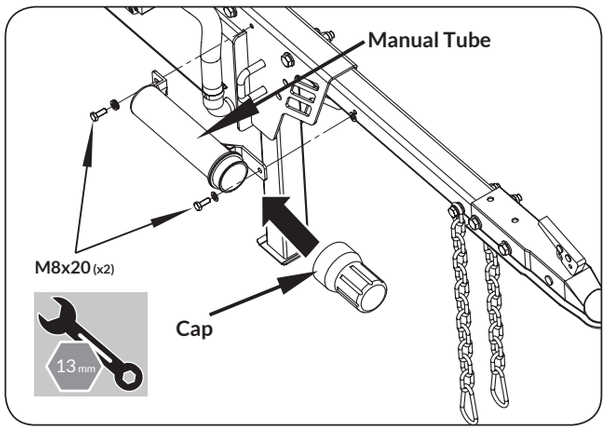

Figure 6
1. Remove the cap of the manual tube. Align the holes in the manual tube with the holes in the tow bar, insert and tighten bolts and washers. (See ***Figure 6***)